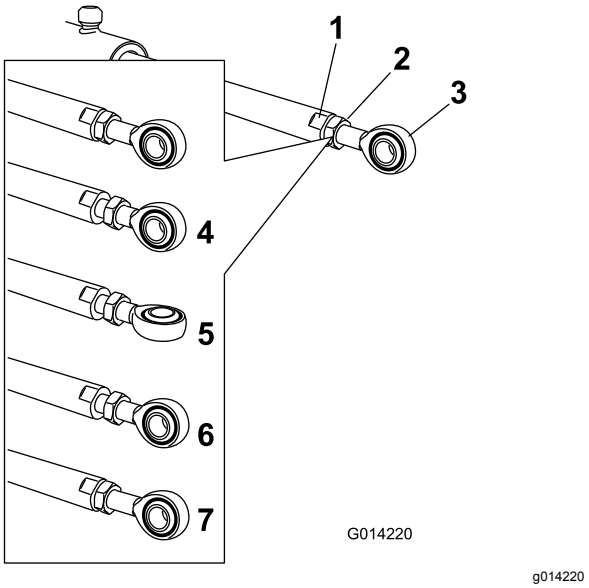

Figur 106
5. Bruk en skiftenøkkel på de flate sidene av aktuatorstangen for å sette den ut av funksjon, før du løsner låsemutterne slik at maljestangen kan justeres (Figur 106).
6. Skru på maljestangen i aktuatorstangen for å justere lengden for den forlengede aktuatoren til den ønskede posisjonen (Figur 106).